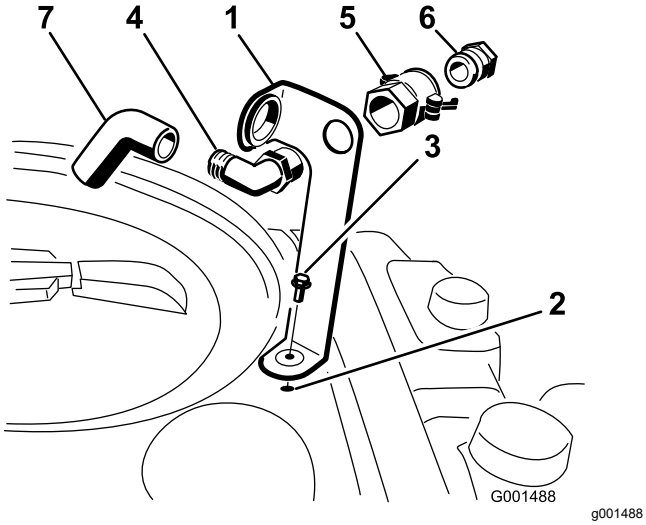

Figur 3
1. Placera fästet till påfyllningsreservoaren över det gängade hålet i tanken och fäst det med en flänsskruv (5/16 x ¾ tum) enligt (Figur 3).
2. För in 90-gradersvinkelkopplingens gängade ände i fästet och skruva fast snabbkopplaren, så att kopplingen sitter fast på fästet (Figur 3).
3. Montera slangadaptern i snabbkopplaren (Figur 3).
4. Lås adaptern på plats genom att svänga reglagen mot adaptern och sedan fästa dem med hårnålssprintarna (Figur 3).
5. För antihävertslangen genom den stora öppningen på fästet och för sedan på den 90-graderskopplingens hullingförsedda ände (Figur 3).